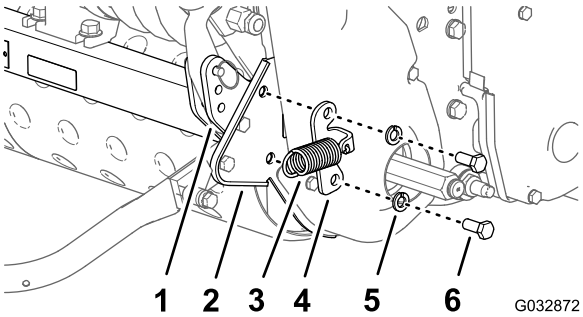

Figura 4
6. Retire los dos pernos (3/8 x 7/8") y las dos arandelas de freno (3/8") que sujetan el soporte de muelle y anclaje y la placa lateral derecha a la zapata externa del bastidor trasero de la máquina (Figura 4).